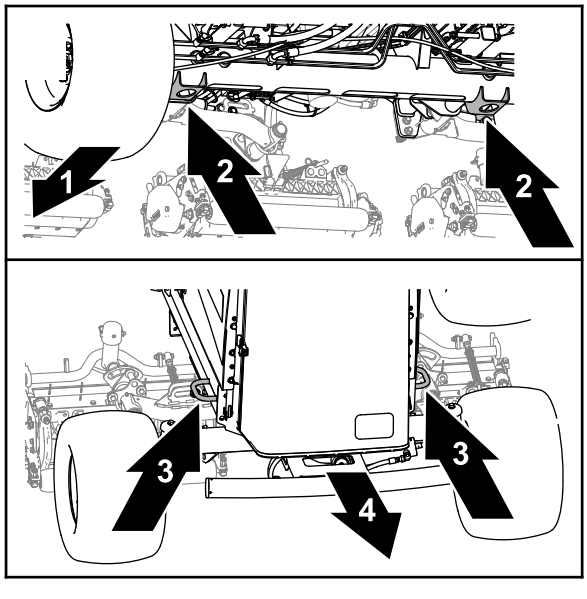

Figur 57
- Fram – hålet i domkraftsfästena på framaxelröret (Figur 57).